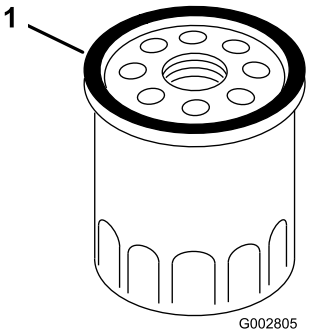

Рисунок 28
7. Нанесите пальцем на прокладку нового фильтра слой чистого моторного масла (Рисунок 28).